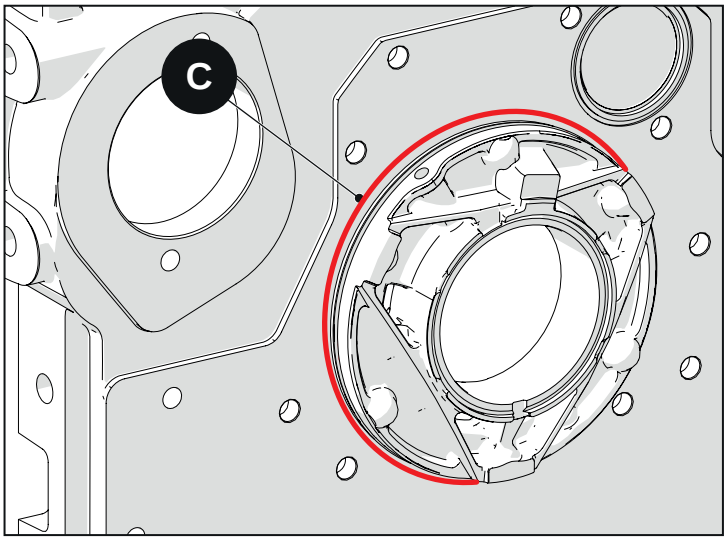

Abb. 2.131
- Eine 2 mm dicke Silikonraupe rund um den O-Ring anbringen (siehe Abb. 2.131).